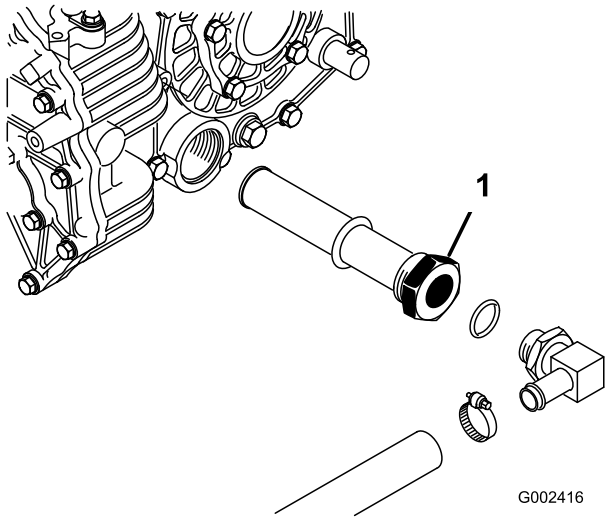

Rysunek 73
3. Zanotuj orientację węża hydraulicznego i złączki kątowej 90° podłączonej do filtra siatkowego z boku zbiornika (Rysunek 73).